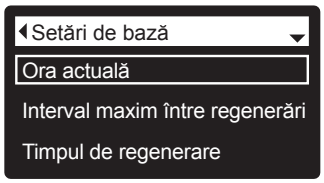

FIG. 37
3. Apăsaţi SELECT (⬭), pentru a afișa meniul Setări de bază (fig. 37).
7. SELECT (⬭). Afijajul va reveni la meniul Setări de bază (fig. 37).